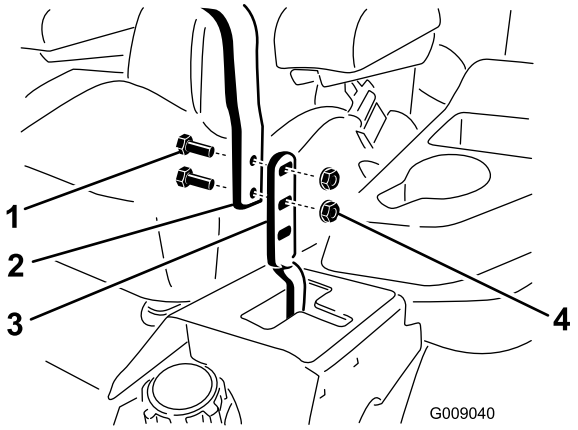

**Figur 60**
3. Lossa skruvarna och flänsmuttrarna som fäster handtagen vid spakarna (Figur 60).